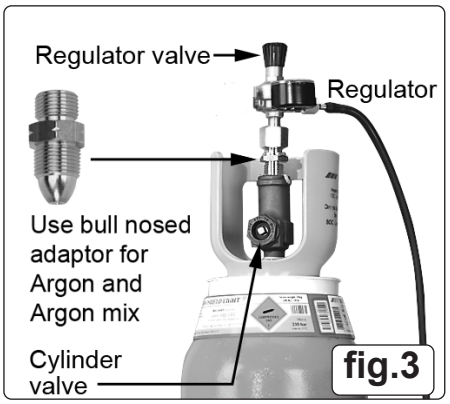

fig.3
6.1.1. **ATTACHING THE REGULATOR** (fig.3) Whichever gas you are using it is advisable to 'crack' the cylinder valve before attaching the regulator. This means opening and closing the valve very quickly in order to blow away any dust and dirt that may have accumulated in the gas outlet. Stand to one side whilst doing this.
6.1.3. **ARGON GAS OR ARGON MIXTURES** Cylinders containing argon gas and argon mixtures have a female thread and will require the use of a Bull Nose Adaptor to attach the regulator to the cylinder as indicated in fig.3. Ensure that the threads on the gas bottle are undamaged and free of oil and grease before attaching the regulator. (Oil or grease in the presence of high pressure gases can be explosive.) Fit the Bull Nose Adaptor to the cylinder first and tighten with a wrench.